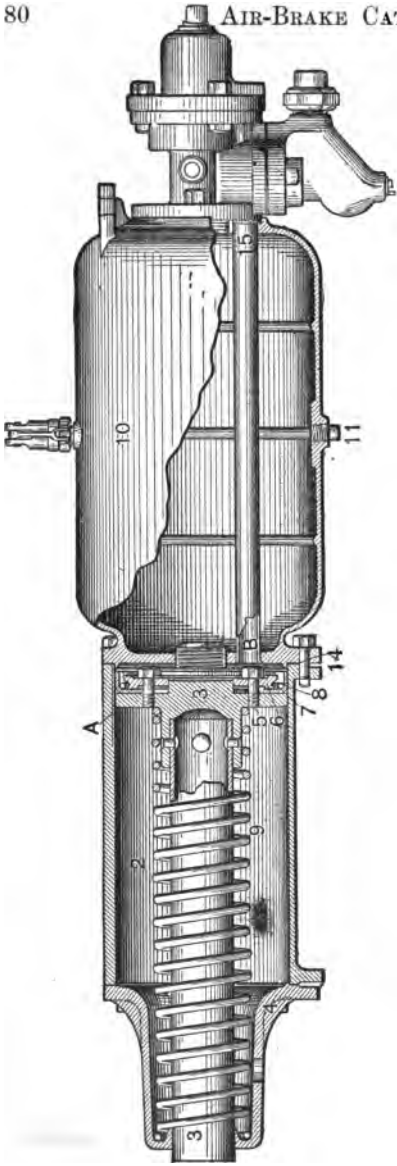

FIG. 27.—WESTINGHOUSE FREIGHT EQUIPMENT.
A. 3 (Fig. 27) is the piston sleeve and head, 9 the release spring, 4 the front cylinder head, 2 the cylinder body, *A* the leakage groove, 7 the packing leather, 8 the expander ring, 6 the follower plate which holds the packing leather 7 to its place, *B* the pipe connecting the triple valve and brake cylinder, and 15 the gasket which makes a tight joint between the auxiliary, triple, and pipe *B* leading to the brake cylinder.
Q. Explain the use of the release spring 9 (Fig. 27).
Q. What enters the sleeve 3 (Fig. 27)?
Q. Of what use is the leakage groove A (Fig. 27)?
Q. Of what use is the auxiliary reservoir 10 (Fig. 27)?
Q. Fig. 27 shows a standard equipment for freight cars; are they ever furnished in any other form?
A. Yes; the space limitation on some cars forbids the use of the combined equipment illustrated in Fig. 27. In such cases, what is known as the detached equipment is used, and the brake cylinder and auxiliary reservoir are connected by a suitable pipe.